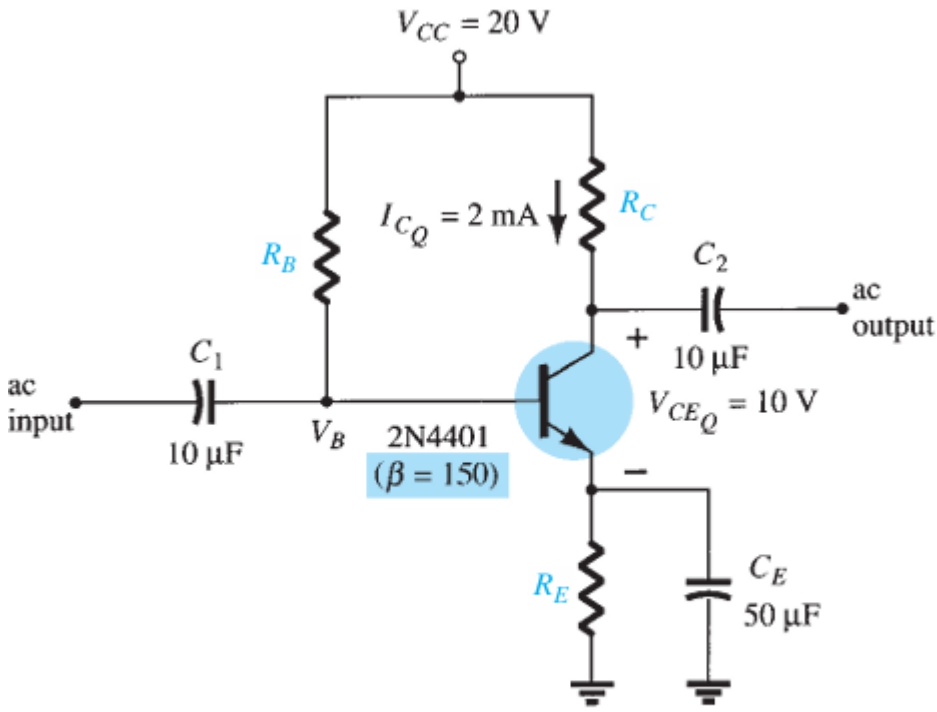

FIG. 4.62
- EXAMPLE 4.24 Determine the resistor values for the network of Fig. 4.62 for the indicated operating point and supply voltage.